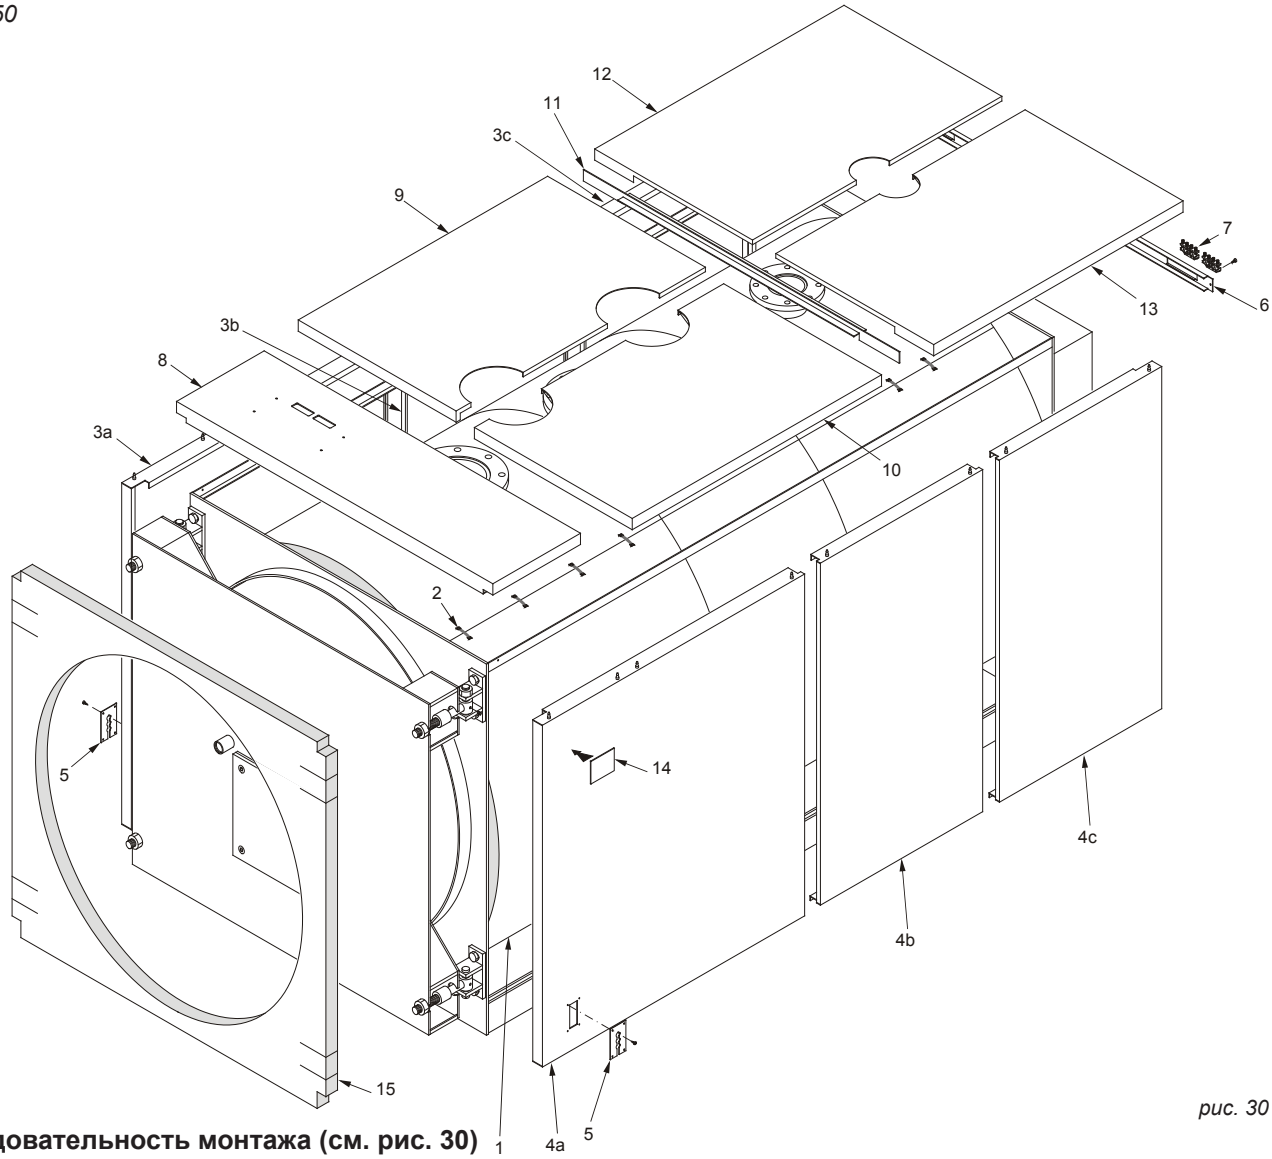

рис. 30
Прим. Для модели **SKD 2650** (см. рис. 30) обшивка и изоляция находятся в четырех коробках.
F) Вставить датчики приборов в манжеты , как показано на рис.30, и подключить панель управления к электропитанию, к горелке, насосам, и т.д.
Последовательность монтажа (см. рис. 30)
E) Вставить датчики приборов в манжеты, как показано на рис.30, и подключить панель управления к электропитанию, к горелке, насосам, и т.д.
E) Вставить датчики приборов в манжеты , как показано на рис. 30, и подключить панель управления к электропитанию, к горелке, насосам, и т.д.